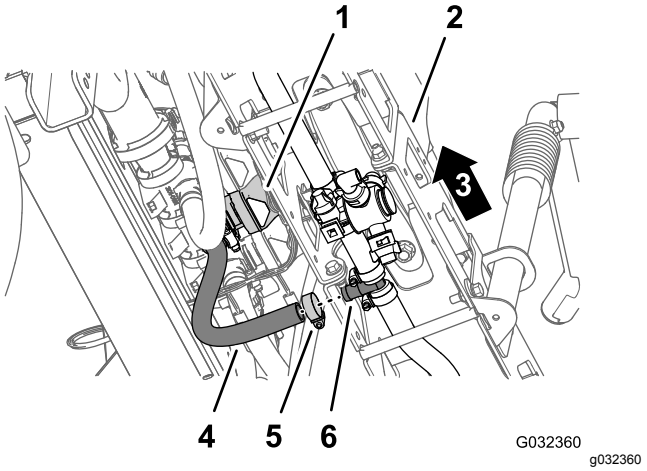

Figuur 48
5. Verwijder onder de middelste spuitboom de slangklem waarmee de toevoerslang voor de spuitboom bevestigd is aan de geribde T-fitting (Figuur 48).